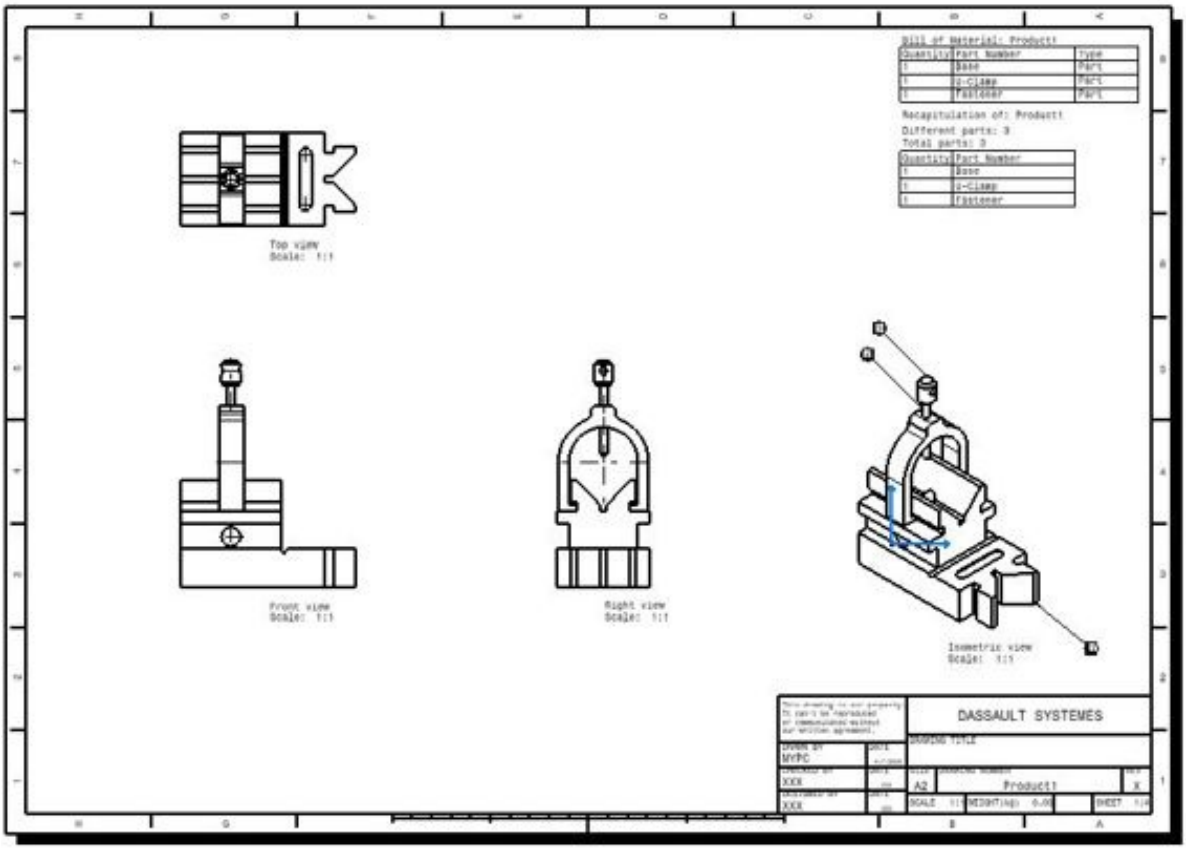

Figure 14-39 *The final drawing sheet*
h. Generate the BOM, refer to Figure 14-39.
i. Generate the balloons, refer to Figure 14-39.
18. Click near the upper right corner of the drawing sheet to place the BOM, refer to Figure 14-39.
The final drawing sheet after generating the BOM and balloons is shown in Figure 14-39.